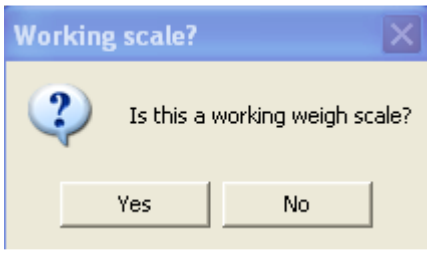

Figure 6-14
10. You will now see the window shown in Figure 6-14.